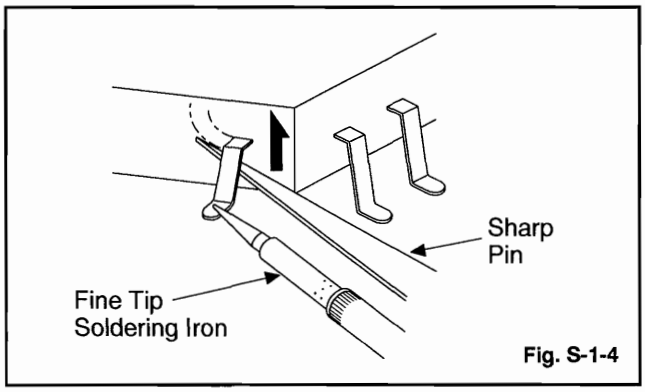

Fig. S-1-4
(2) Lift each lead of the flat pack-IC upward one by one, using a sharp pin or wire to which solder will not adhere (iron wire). When heating the pins, use a fine tip soldering iron or a hot air desoldering machine. (Fig. S-1-4)